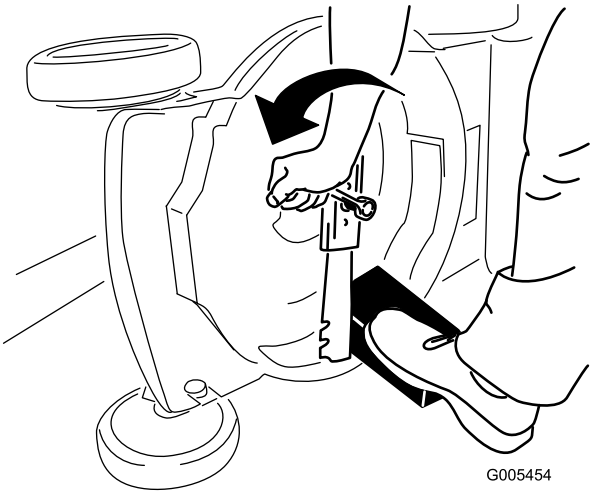

Figura 19
3. Utilice un bloque de madera para inmovilizar la cuchilla (Figura 19).
4. Retire la cuchilla, conservando todos los herrajes de montaje (Figura 19).